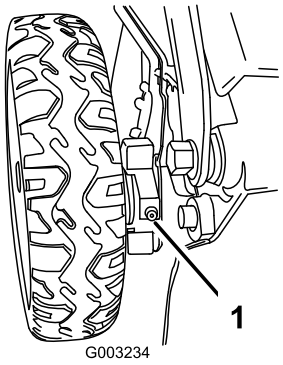

**Figura 37**
1. Con un cencio pulito tergete i raccordi d'ingrassaggio, situati appena all'interno delle ruote posteriori (Figura 37).